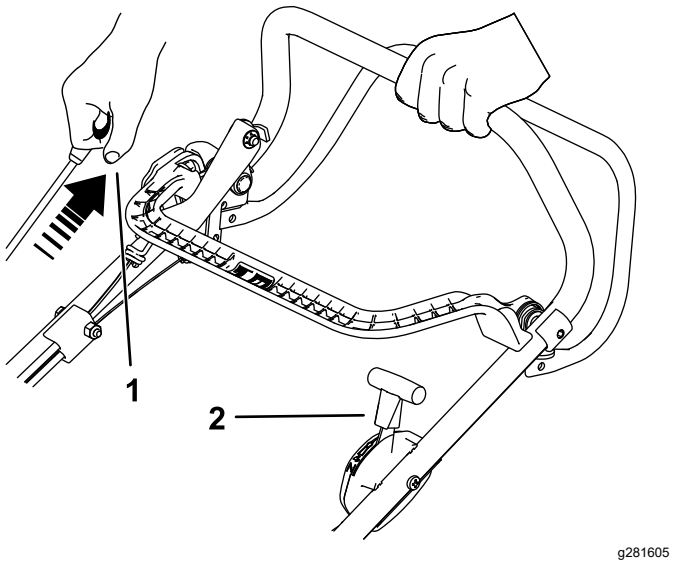

Figur 15
2. Træk i tilbageslagsstarterhåndtaget, indtil du føler modstand, og træk dernæst hårdt for at starte. Når motoren starter, skal gashåndtaget langsomt sættes tilbage til positionen FAST (hurtig), hvis det har været aktiveret (Figur 15).